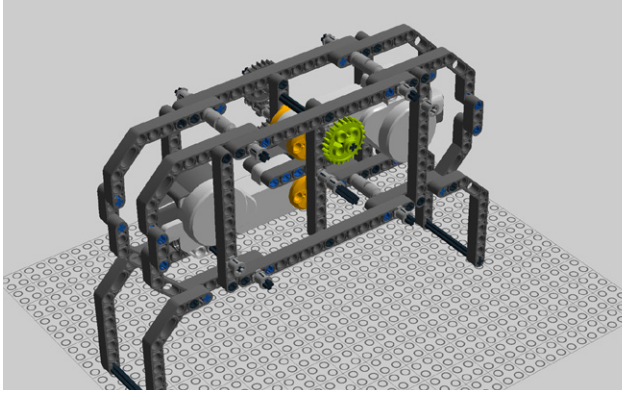

Figure 4-38. *Step 33: Adding a 24-tooth gear and half-bush*
33. Add a 24-tooth gear and half-bush (Figure 4-38).